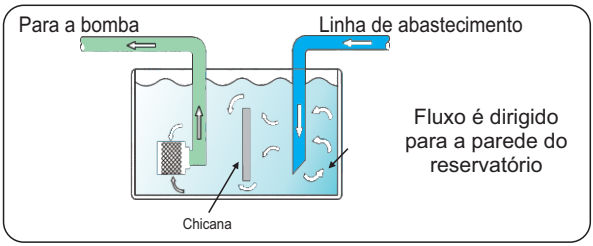

Figura 3
7.24 O ponto de captação de água para a bomba deve ficar o mais afastado possível da tubulação de abastecimento do reservatório, evitando assim, a sucção de bolhas de ar. Não havendo essa possibilidade, pode-se instalar chicanas no reservatório (ver figura 3).